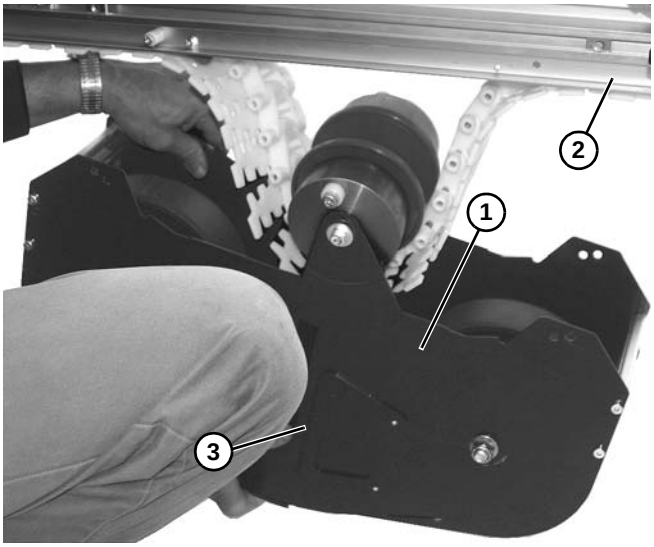

Figure 92
2. Lower weighted take up assembly **(Figure 92, item 1)** from conveyor **(Figure 92, item 2)** by disengaging locking teeth **(Figure 92, item 3)** on both sides.